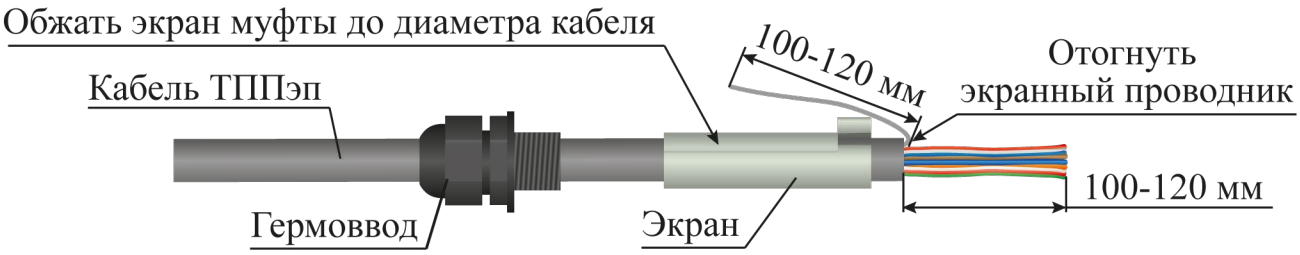

Рисунок 4.9
– надеть на оболочку кабеля ТППэп в следующей последовательности: гермоввод, экран устройства оконечного (рисунок 4.9);
– обжать экран устройства оконечного до диаметра кабеля ТППэп с помощью плоскогубцев (рисунок 4.9);
– снять оболочку со свободного конца кабеля ТППэп (с кабеля ТППбэп снять белую и черную оболочки) длиной 100 - 120 мм (рисунок 4.9);
– экранный проводник отвести в сторону (рисунок 4.9);